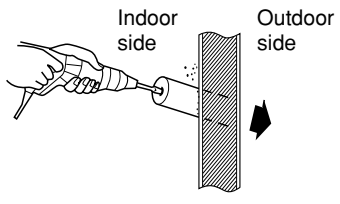

**Fig. 3-16**
(3) Before drilling a hole, check that there are no studs or pipes behind the determined location. The above precautions are also applicable if tubing goes through the wall in any other location.
(4) Using a sabre saw, key hole saw or hole-cutting drill attachment, make a hole (dia. 80 mm) in the wall. (Fig. 3-16)